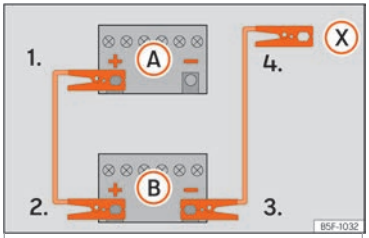

Fig. 43 Diagram of connections for vehicles without Start-Stop system.
2. Connect one end of the *red* jump lead to the positive (+) terminal of the vehicle with the flat battery (A) ››› Fig. 43.
3. Connect the other end of the *red* jump lead to the positive terminal (+) in the vehicle providing assistance (B).
4a. *In vehicles without a Start-Stop system:* connect one end of the *black* jump lead to the negative terminal (−) of the vehicle providing the current (B) ››› Fig. 43.